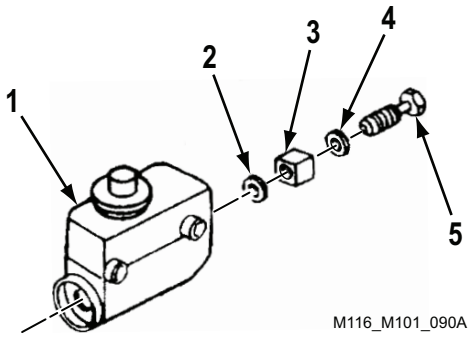

Figure 12. Fluid Passage Bolt Installation.
4. Install washer (Figure 12, Item 2), connector (Figure 12, Item 3), washer (Figure 12, Item 4), and fluid passage bolt (Figure 12, Item 5) on master cylinder (Figure 12, Item 1). Torque fluid passage bolt (Figure 12, Item 5) between 35 – 40 lb-ft (47 – 54 N•m).